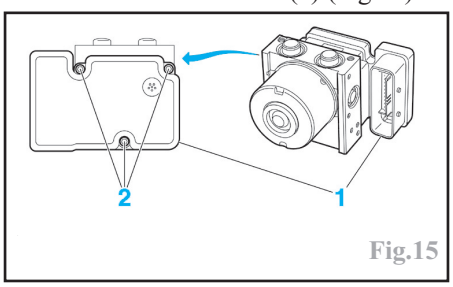

Fig.15
Débrancher le calculateur (1) (Fig.15).